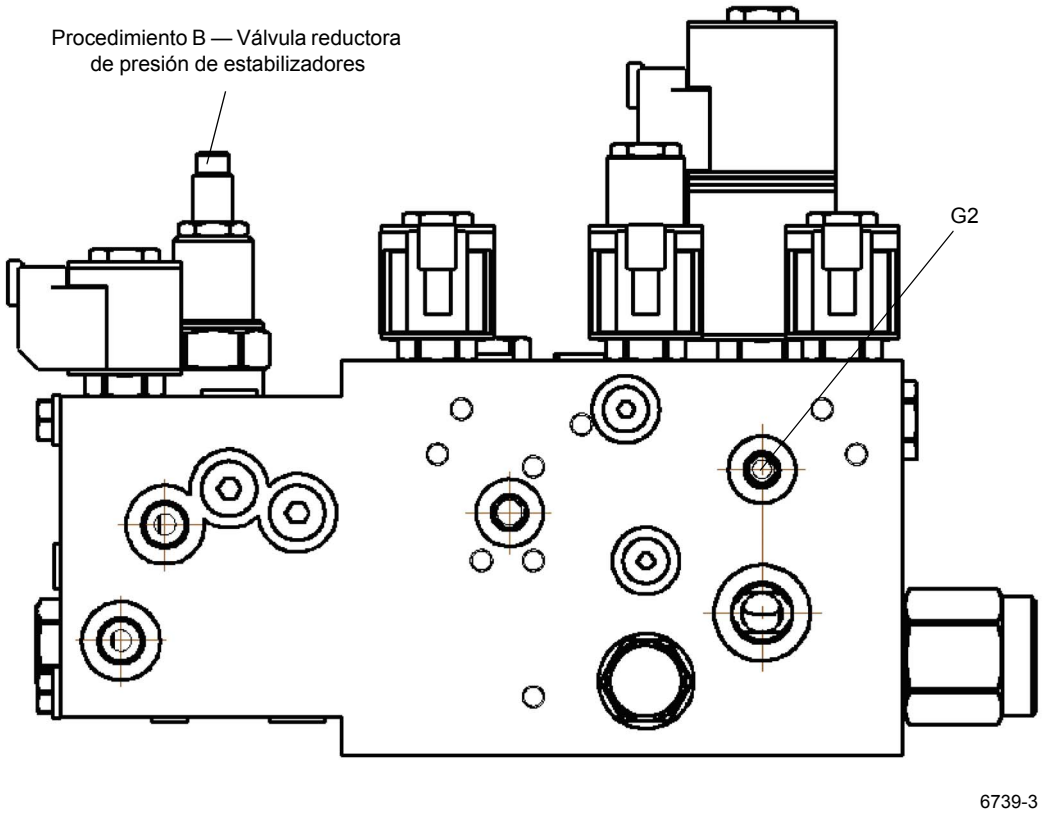

FIGURA 2-11
1. Instale un acoplador de desconexión rápida para diagnóstico y revisión de presión con manómetro en la boquilla de prueba de la lumbrera G2 del colector de control de estabilizadores (Figura 2-11).
2. Arranque el motor y acelérelo a la aceleración máxima. Seleccione y active el interruptor de extensión o retracción de estabilizadores en el tablero de instrumentos de la cabina. Enrosque la válvula reductora de presión del colector de control de estabilizadores para aumentar la presión o desenrósquela para reducirla hasta que el manómetro indique 17.3 MPa ±0.4 (2500 ±50 psi) (Figura 2-11).